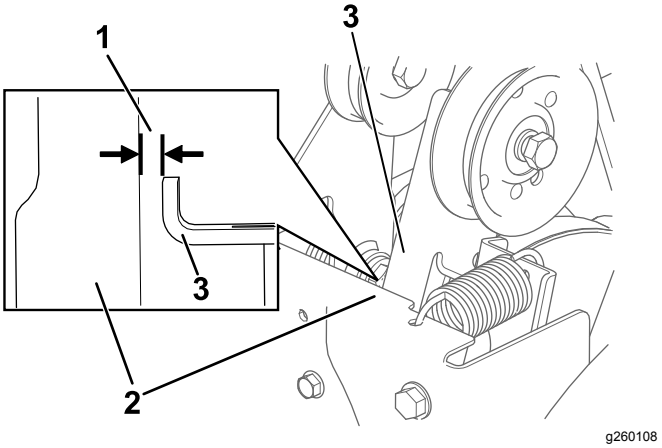

**Figur 36**
3. Når snegle-/rotorgrebet er udkoblet, skal du sørge for, at mellemrummet mellem sneglens koblingsarm og maskinens stel er 1,5 mm som vist i Figur 36.